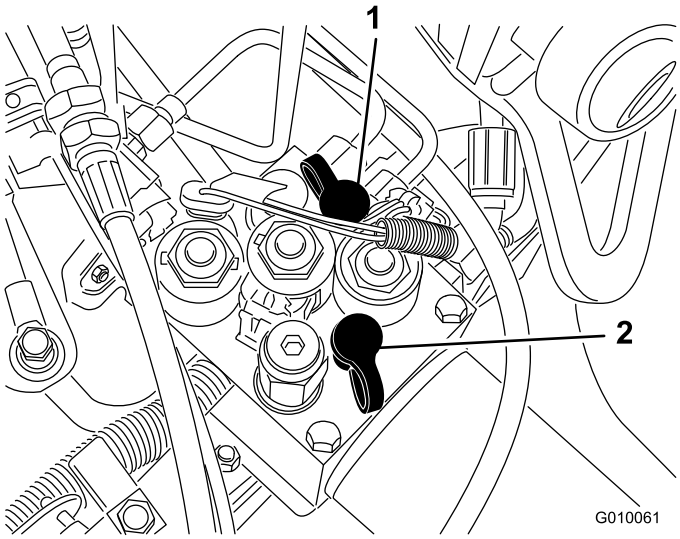

Figura 61
- A porta de teste G 2 (Figura 61) é utilizada para o assistir na resolução de problemas no circuito de carga de tracção.
- A porta de teste G 1 (Figura 61) é utilizada para o assistir na resolução de problemas de pressão do circuito de elevação.